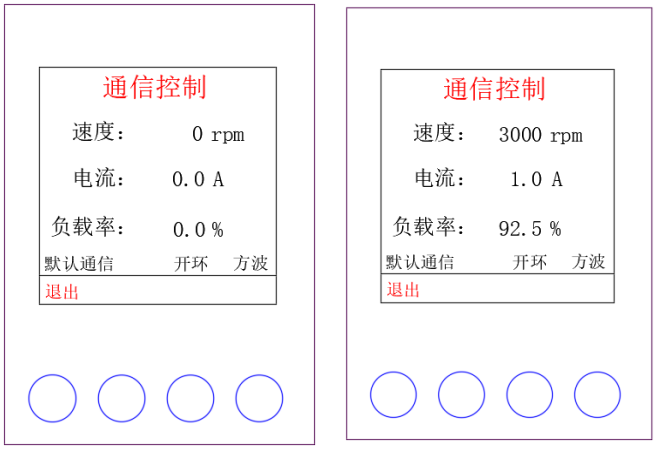

图 6.76 通信开环控制各界面
- 通过 485 配置软件发送目标 PWM，进行调速和方向控制。如**图 6.76**。